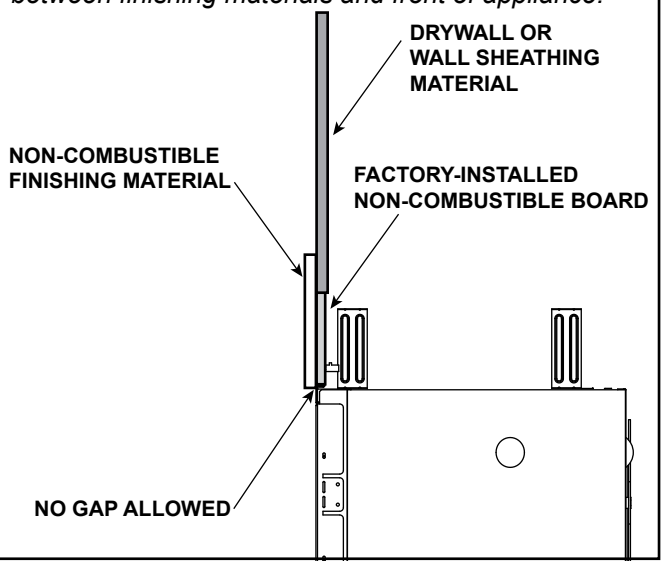

Figure 10.1 Finishing Material Installed
- Seal gaps between the finished wall and appliance top and sides using a 300 ºF minimum sealant. Refer to Figure 10.1 and Figure 10.2.
- Finishing materials must be installed with no gaps in order to prevent the escape of heat between the finishing material and the wall. See Figure 10.1.